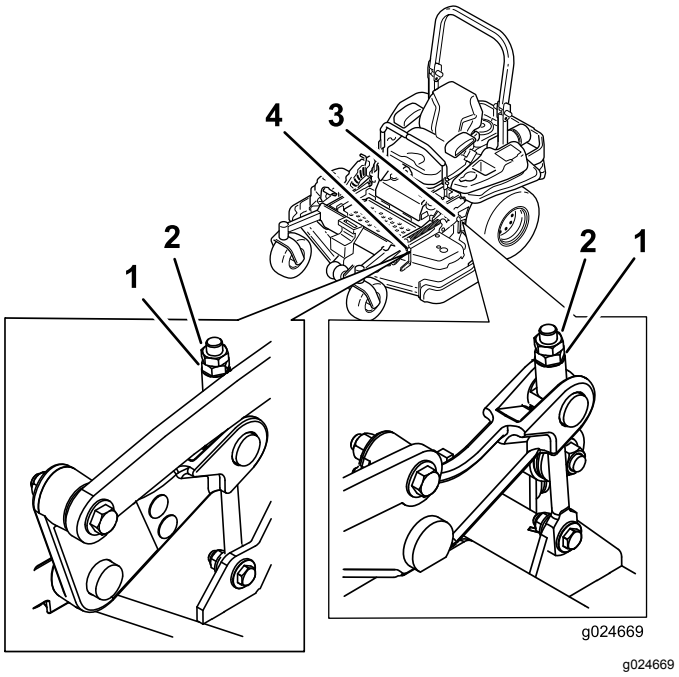

Figur 86
9. Finjuster justeringsmutteren på den fremre klippeenheten ved å vri på den (se Figur 86).
14. Finjuster skruejusteringen ved å vri den til 8,3 cm høyde (se Figur 86).